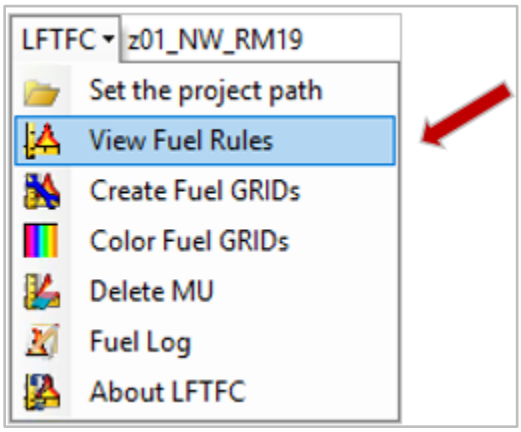

***Figure 6-7.** Select **View Fuel Rules** option from the drop-down menu.*
- To begin, select **View Fuel Rules** from the drop-down menu on the left-hand icon of the toolbar (Figure 6-7).